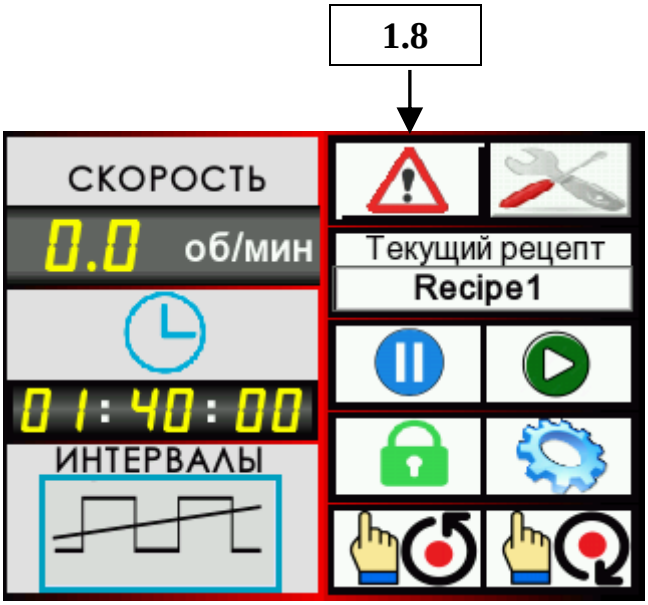

Рисунок 24 – Главный экран. Аварийное состояние перед запуском
6.4 При наличии аварийных сигналов запуск цикла будет невозможен. На индикаторе 1.8 (Рисунок 24) отобразится символ аварийного сообщения. Описание аварий приведено в разделе 8.
7.5 При наличии аварийного сообщения нажать на кнопку 1.8 (Рисунок 24) для перехода в экран «Протокол аварий и событий». Определить причину аварийного состояния и устранить ее в соответствии с разделом 8.